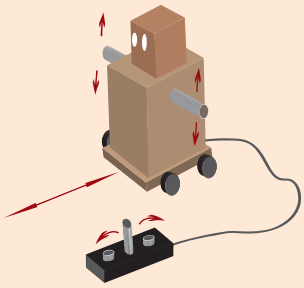

Fig. 58
6. Construye un **robot** dirigido con capacidad de movimiento (fig. 58).